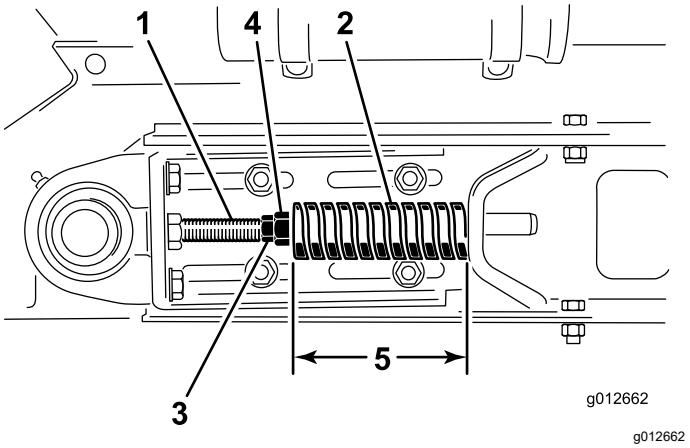

Figur 25
3. Lossa den bakre kontramuttern (Figur 25).